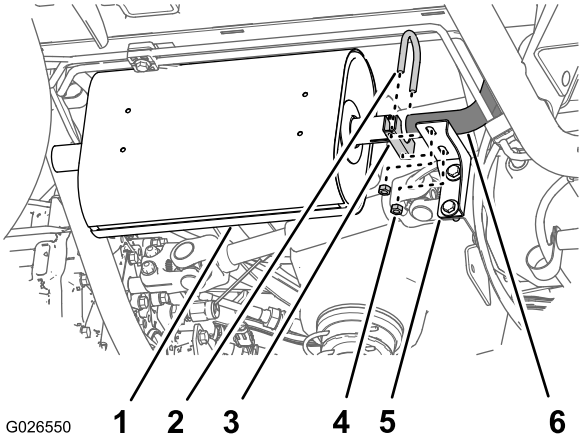

Рисунок 5
5. Снимите две гайки, U-образный болт и скобу для крепления впускной трубы глушителя и приемной трубы к передней опоре глушителя. (Рисунок 5).